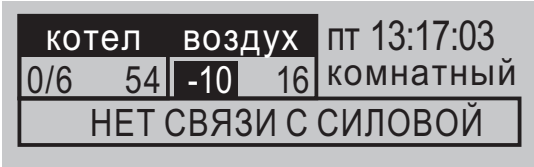

Рисунок 35. Пример сообщения о несоответствии.
В этих случаях будет произведено обесточивание ТЭНов с помощью контактора, включится индикатор отказа (8) рис. 6 и появится текстовое сообщение о характере несоответствия. Пример см. рис. 35.